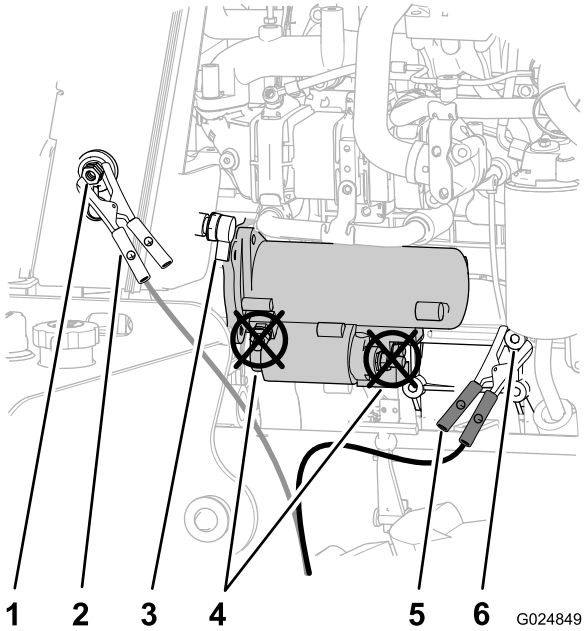

Figure 77
4. Remove the cover from the jump post (Figure 77).
5. Connect the positive (+) jumper cable to the jump post (Figure 77).
6. Connect the negative (-) jumper cable to a ground point, such as the nut at the pivot point for the alternator (Figure 77).